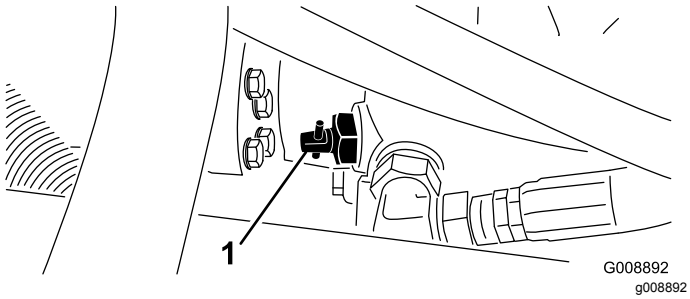

Figur 44
1. Finn pumpens omløpsventil (Figur 44) og vri den 90°.